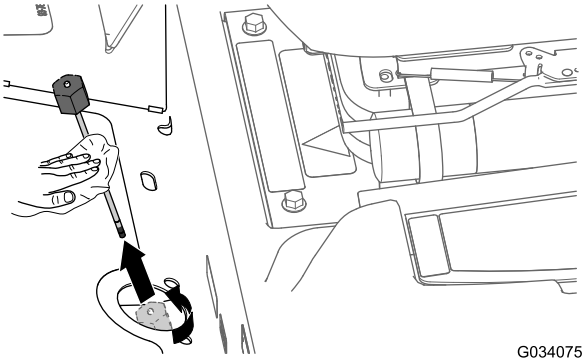

**Figur 83**
2. Lossa oljestickan (Figur 83), ta bort den från växellådans påfyllningsrör och torka av den med en ren trasa.